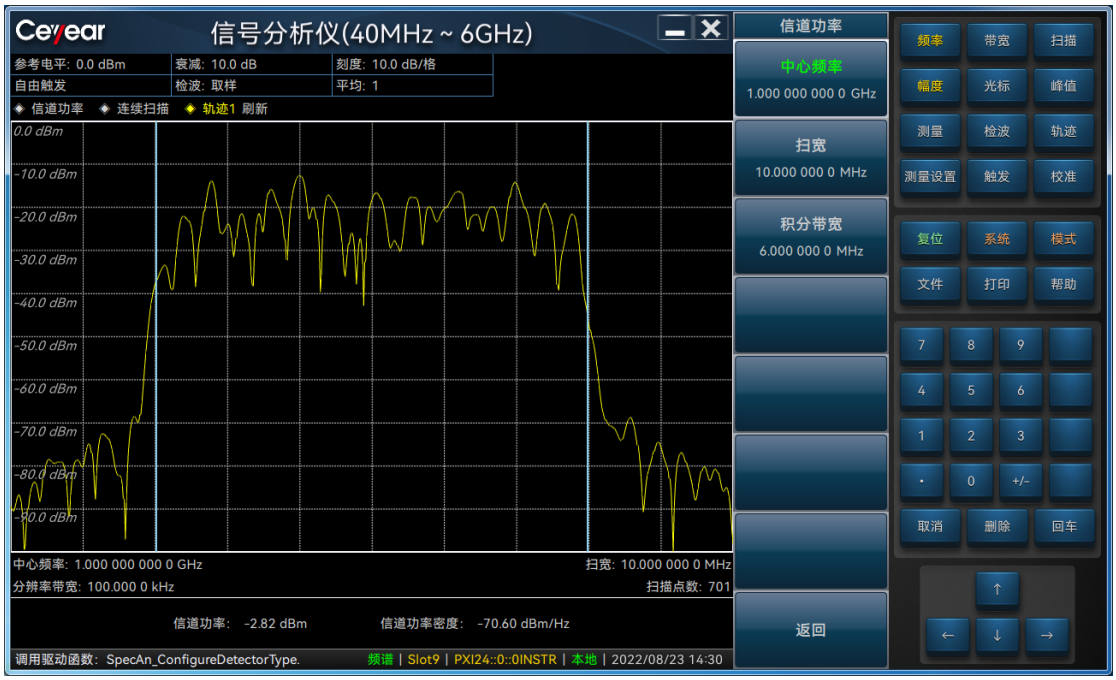

图 3.33 信道功率测量结果
- 信道功率测量结果显示如图 3.33 所示。图形窗口和文本窗口显示了信道带宽内的绝对功率和平均功率谱密度。